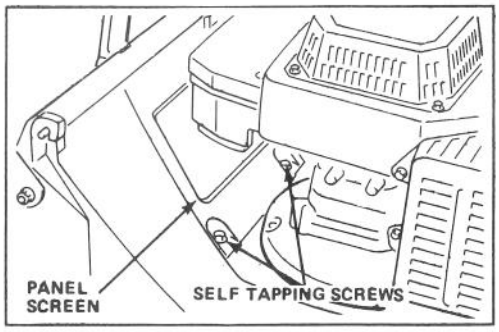

Figure 27
2. Remove (2) ½" self tapping screws securing panel screen to mower deck and remove panel screen (Fig. 27).